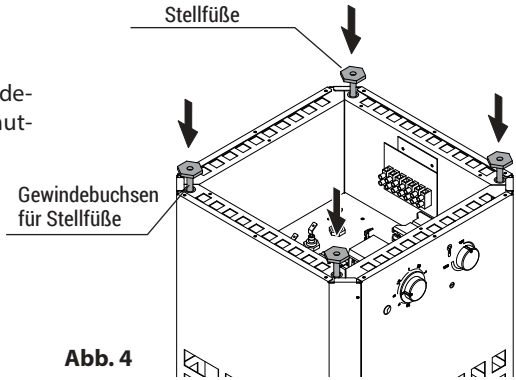

Abb. 4
- Die 4 Stellfüße in die vorgesehenen Gewindebuchsen einschrauben und mit Gegenmuttern sichern. (Abb. 4)